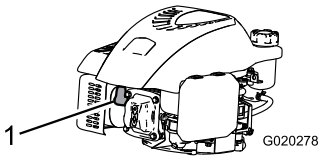

Figur 27
2. Koble fra tennpluggledningen fra tennpluggen (Figur 27) før du utfører vedlikeholdsprosedyrer.